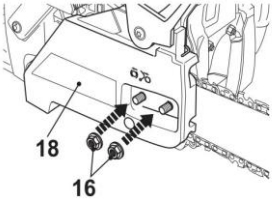

Abb. 9
10. Setzen Sie die Abdeckung (18) wieder ein. Befestigen Sie sie mittels der Befestigungsmuttern (16) (Abb. 9).
4) Heben Sie die Spitze des Führungsschwerts (13) an und ziehen Sie zuerst die hintere Spannmutter (16) und dann die vordere Spannmutter (16) an (Abb. 9).
5) Ziehen Sie mehrmals die Kette der Säge (14) über die Spitze des Führungsschwerts (13) von einem Ende zum anderen. Es sollte zu fühlen sein, dass die Kette eng anliegt, aber sich ständig frei bewegt.